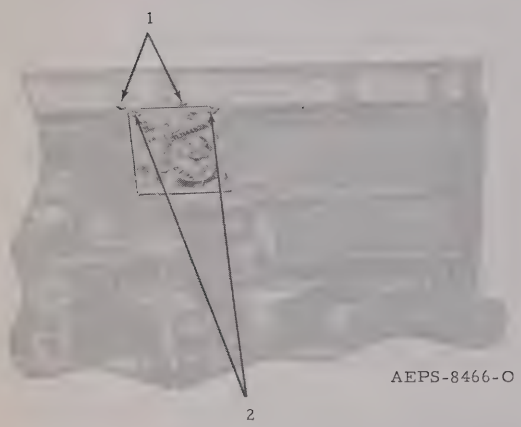

Figure 5.
(1) Attach the metal bracket to the base station front panel with screws provided as indicated at item 1 in Figure 5.
(2) Attach the warning light circuit board to the metal bracket with screws provided as indicated at item 2 in Figure 5.